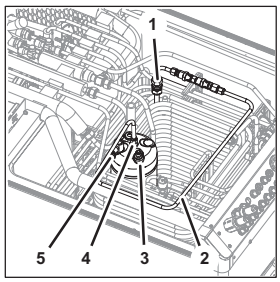

Fig. 62
7. Disconnect the coupling (Fig. 62/1) of pre-cooling coil 2.
8. Disconnect the coupling (Fig. 62/4) of pre-cooling coil 2 from the carbonator tank (Fig. 62/3).
9. Lift the connecting line (Fig. 62/2) of pre-cooling coil 2 out of the unit.
10. Disconnect the CO_2-IN line from the coupling (Fig. 62/5).
37. Attach the CO_2-IN line to the coupling (Fig. 62/5).
38. Position the connecting line (Fig. 62/2) of pre-cooling coil 2 within the unit.
39. Attach the coupling (Fig. 62/4) of pre-cooling coil 2 to the carbonator tank (Fig. 62/3).
40. Attach the coupling (Fig. 62/1) to pre-cooling coil 2.